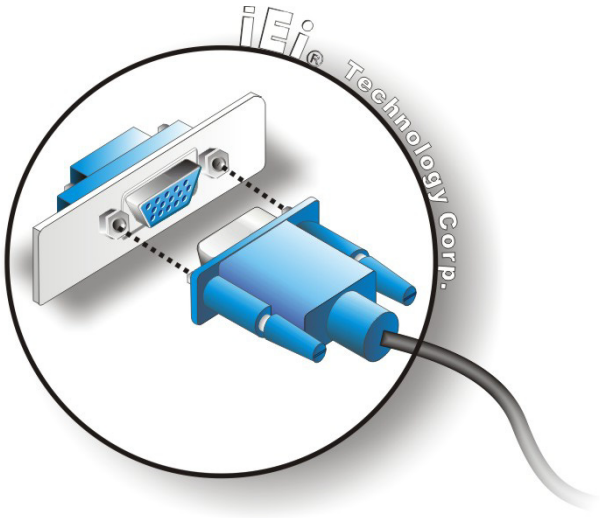

Figure 3-31: VGA Connector
Step 3: **Insert the VGA connector**. Once the connectors are properly aligned with, insert the male connector from the VGA screen cable into the female connector on the TANK-700. See **Figure 3-31**.